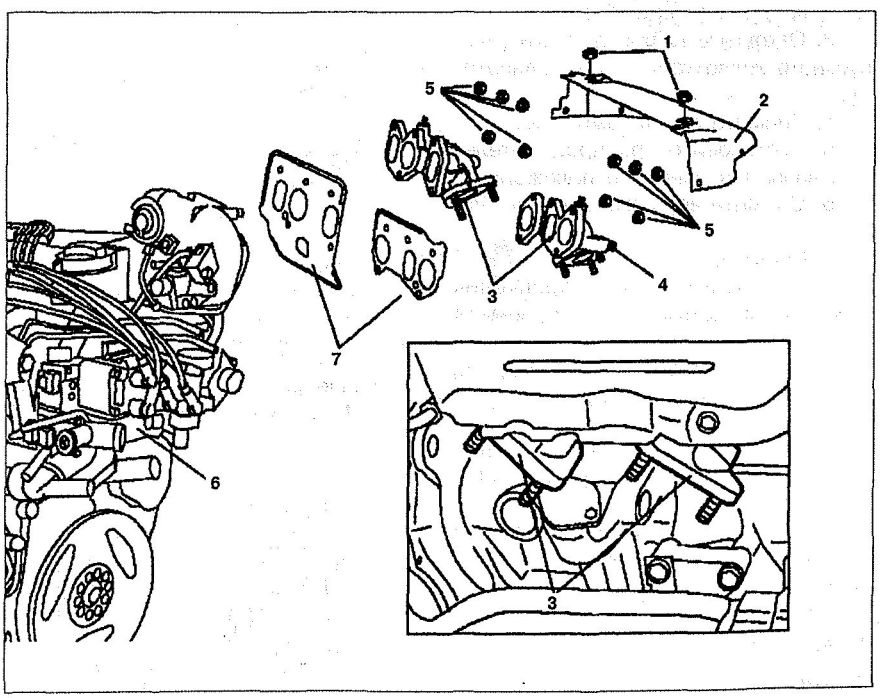

Рис. 3.10. Выпускной коллектор:
2. Открутите гайки **1** крепления теплозащитного щитка **2** к выпускному коллектору **3** (см.рис.3.10).